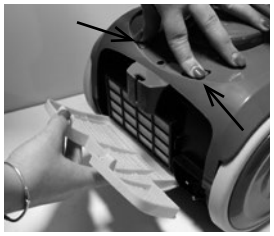

Fig. 6
1. Open the air outlet grid at the rear section of the vacuum cleaner (see Fig. 6).